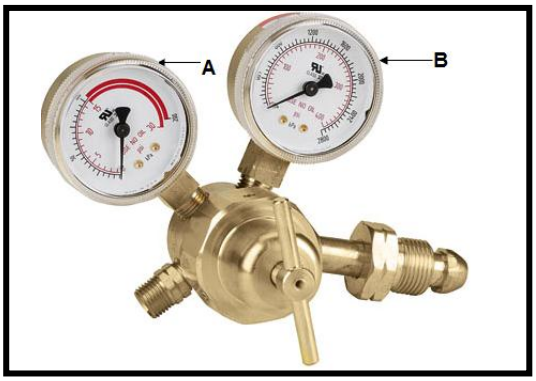

FIGURE 1
3.2 Study the acetylene gas regulator shown in FIGURE 1 and answer the questions.
Explain ONE function of each of the gauges that are situated on the regulator in FIGURE 1 as indicated below: